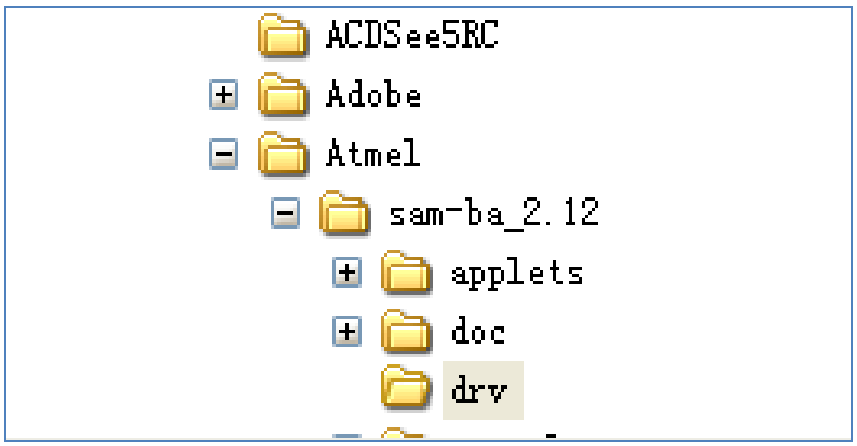

Figure 4-2
(1) Connect Board to PC (Please follow steps sequentially), Specific steps are as follows:
① Switch development board to 5 v (power off-position)
② Connect to PC and board through mini-USB
③ Disconnect JP1, JP2 and hold CS_BOOT button, At the same time switch development board to USB_5V. If first time the PC opportunities prompt to install board driver, Select SAM-BA installation directory under the relevant position can be installed as shown in figure 4-2: